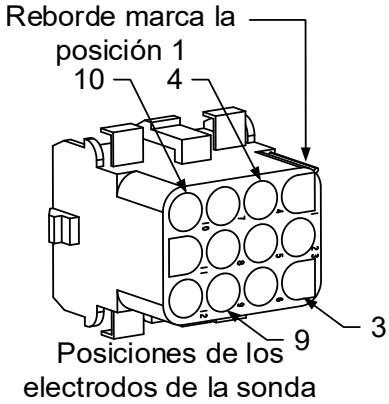

Figura 6
10. Inserte los electrodos de la sonda de temperatura en el conector C-6 de 12 patillas (consulte la Figura 6). Para las unidades de cuba completa o la mitad derecha de una unidad con cuba doble (mirando desde atrás de la freidora), el electrodo rojo va en la posición 3 y el blanco en la posición 4 del conector. Para la mitad izquierda de la unidad de cuba doble (mirando desde atrás de la freidora), el conector rojo (o amarillo) van en la posición 9 y el blanco en la posición 10. **NOTA:** ***Derecha*** e ***izquierda*** se refieren a la freidora vista desde atrás.